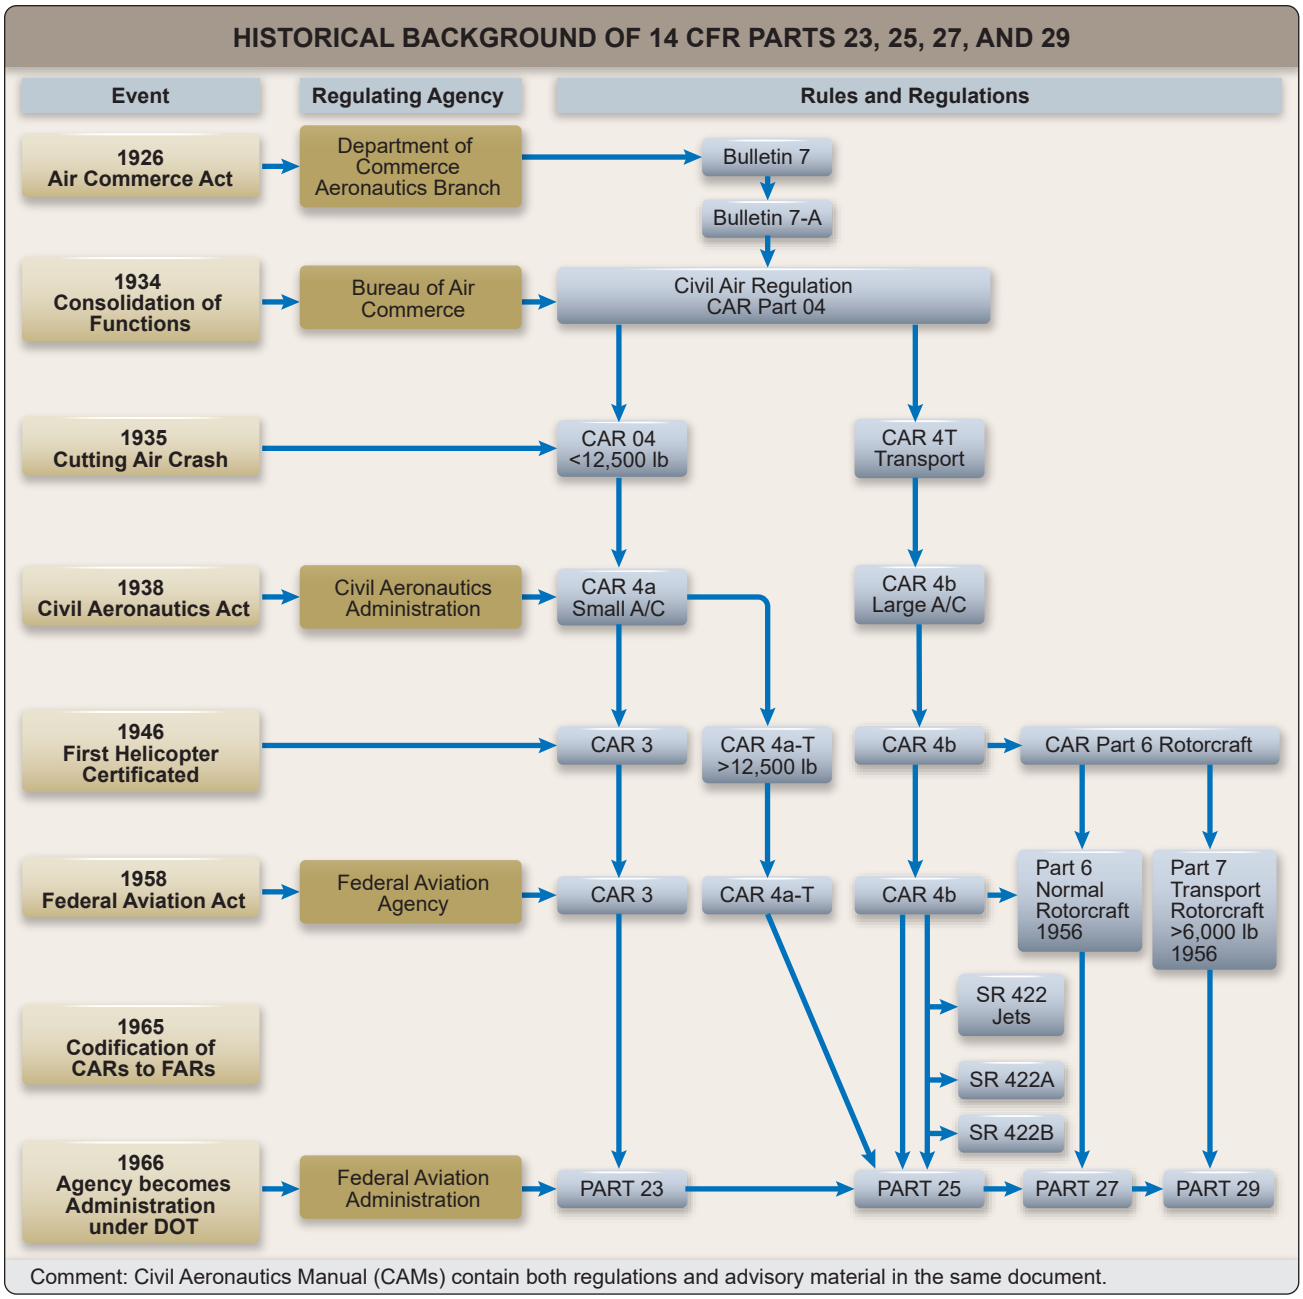

Figure 2-1. *FAA historical background of aircraft airworthiness regulations.*
*A*viation-related regulations that have occurred from 1926–1966 are reflected in *Figure 2-1*. Just as aircraft continue to evolve with ever improving technology, so do the regulations, publications, forms, and records required to design, build, and maintain them.